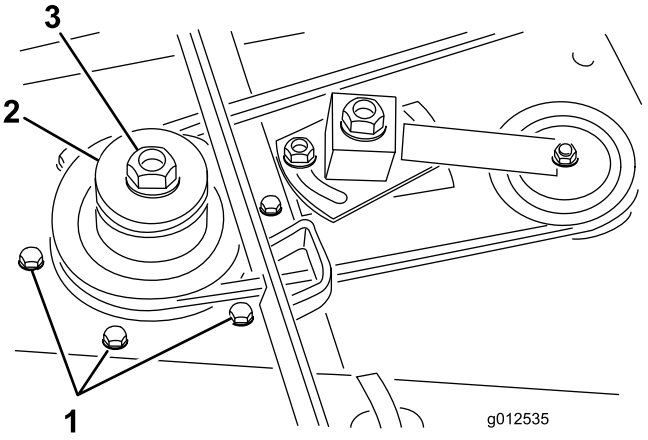

Figure 5
4. Remove the six carriage bolts and flange nuts securing the spindle housing assembly to the cutting unit (Figure 5). Slide the spindle housing assembly out of the bottom of the cutting unit.